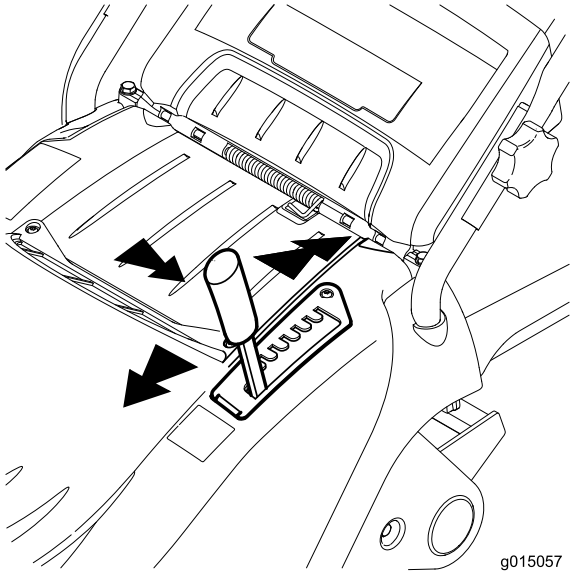

Figura 13
2. Fate uscire la leva di regolazione dell'altezza di taglio dalla scanalatura in cui si trova e spostatela in avanti o indietro posizionandola sulla scanalatura desiderata (Figura 13).